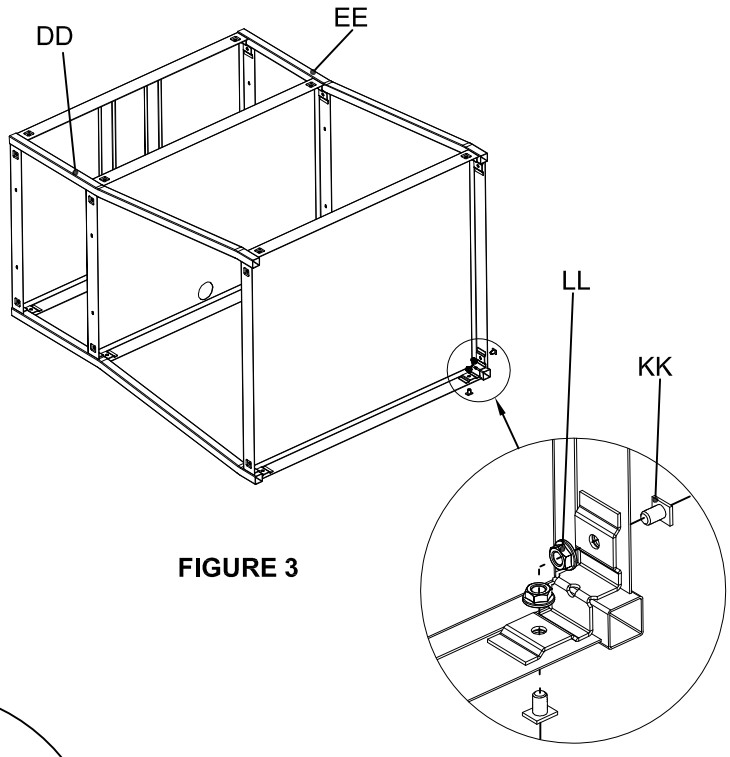

**FIGURE 3**
Secure each corner of the shelves and legs together with two bolts (KK) and two nuts (LL) using the flat hex wrench as shown in **Figure 3**.